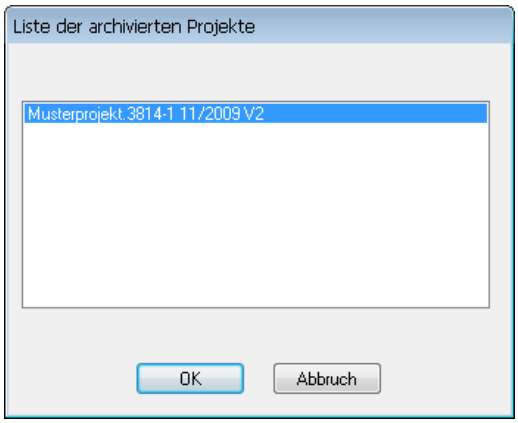

Bild 17.10 – *Teilprojekt Einlesen,* Auswahl des Gesamtprojekts
- Hiernach wird die Archivliste angezeigt, aus der Sie das gewünschte Gesamtprojekt wählen. Bestätigen Sie dann (Abb. 17.10).